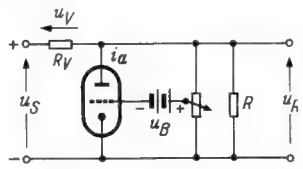

*Bild 18. Stabilisierung mit Querröhre*
2. Rückwärtsregelung mit Querröhre (Bild 18)